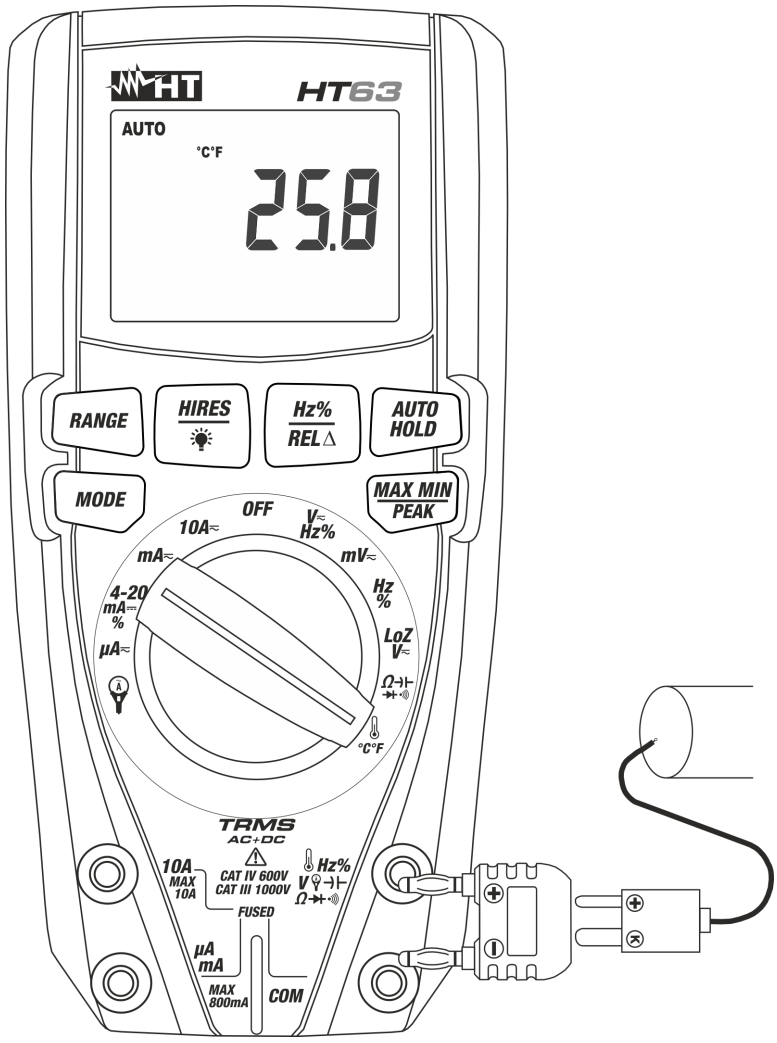

Fig. 9: Mesure de température
3. Insérer l’adaptateur fourni dans les bornes d'entrée **Hz% V** (polarité +) et **COM** (polarité -) (voir Fig. 9)